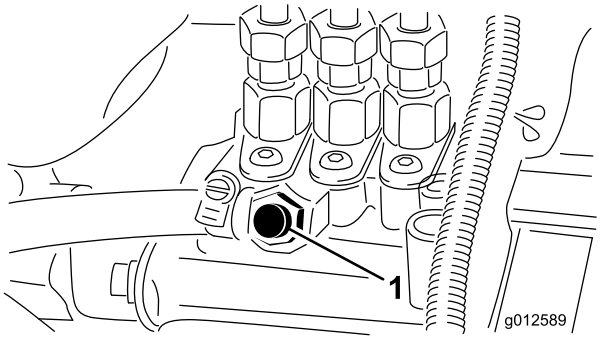

**Figuur 31**
3. Draai de ontluchtschroef op de brandstofinjectiepomp open (Figuur 31).